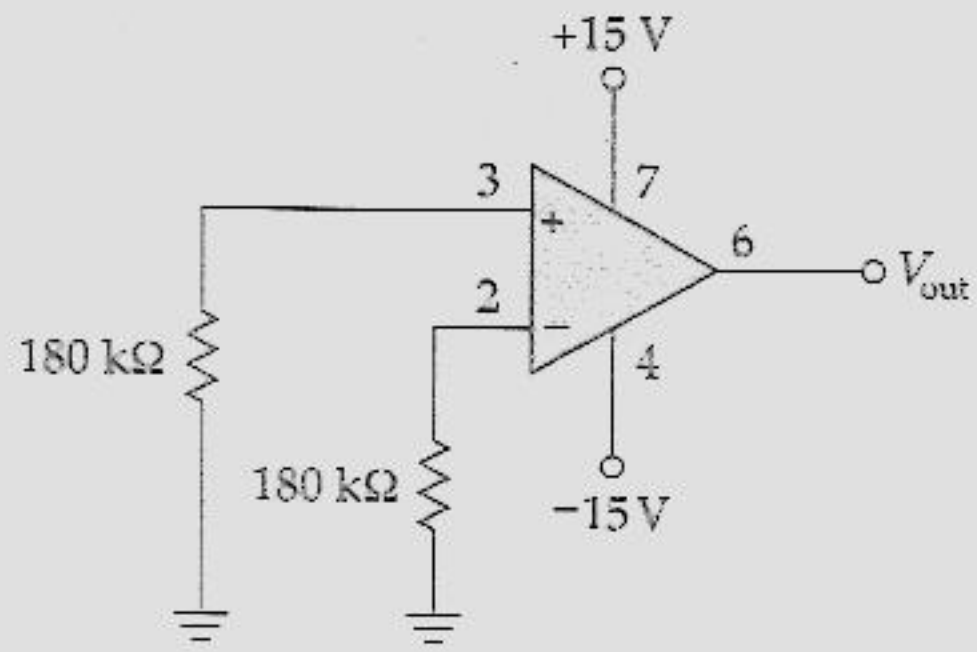

Figura 18.19
18.29 O amp op da Figura 18.19 tem $\Delta V_{BE} = \pm 40$ mV, $I_{in(bias)} = 150$ nA e $I_{in(offset)} = 30$ nA. Qual a tensão indesejada total de entrada para a pior situação? Qual a tensão de compensação de saída se $A = 100.000$?
18.30 Se o amp op da Figura 18.19 tem um ganho de tensão de 20.000, qual a tensão indesejada de entrada que produz exatamente a saturação?